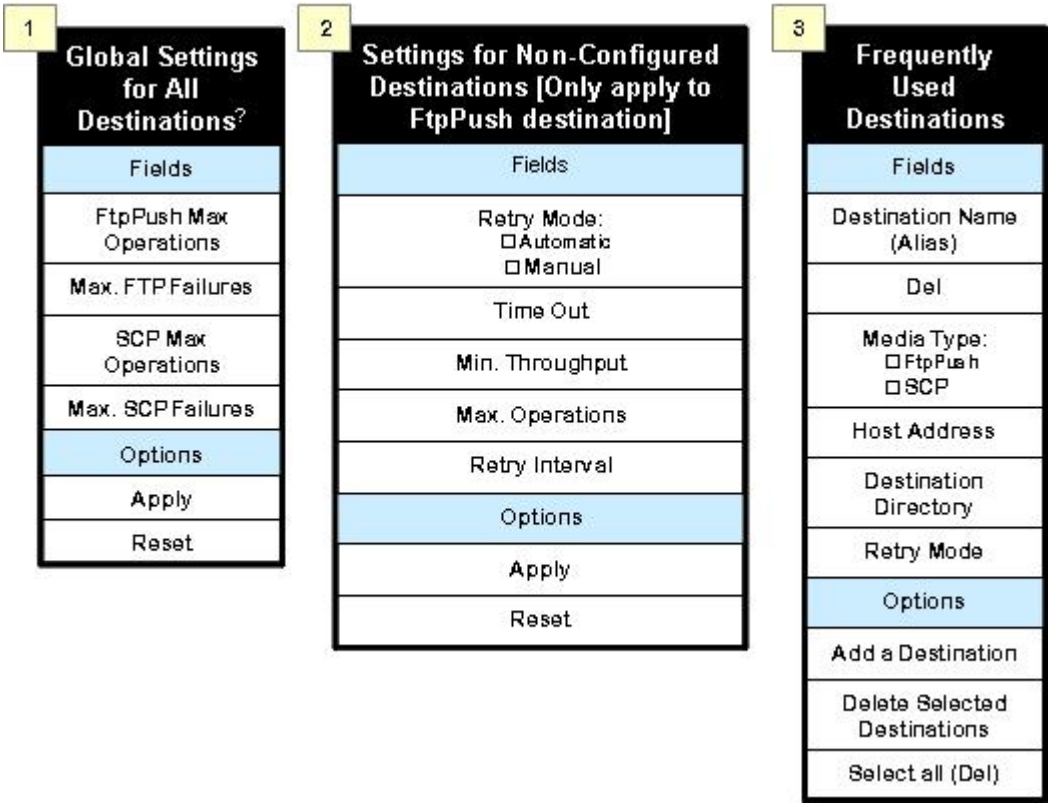

Figure 15.10-9. FtpPush/SCP Policy Configuration Page – Fields and Options
Configuration parameters on the **FtpPush/SCP Policy Configuration** page are grouped in the following three working parts (Figure 15.10-9, Frames 1, 2, 3):
1 - **Global Settings for All Destinations** (Figure 15.10-9, Frame 1)**.**
2 - **Non-Configured Destinations [Only apply to FtpPush destinations]** (Figure 15.10-9, Frame 2)**.**
3 - **Frequently Used Destinations** (Figure 15.10-9, Frame 3)**.**
All FtpPush destinations belong to either the Frequently Used group or the Non-Configured (general) group. All FtpPush destinations not specifically defined as **Frequently Used Destinations** (Figure 15.10-9, Frame 3) are considered "non-configured". Non-configured groups use the parameter values in the **Settings for Non-Configured Destinations [Only apply to FtpPush destinations]** section (Figure 15.10-9, Frame 2). All "new" destinations use the Settings for Non-Configured Destinations [Only apply to FtpPush destinations] as their default values until other values are specifically assigned.
Global Settings for All Destinations (Figure 15.10-9, Frame 1) are parameters that apply to all destinations (both frequently used and non-configured), regardless of their individual settings.
2 Click **FtpPush/SCP Policy** submenu option to display the **FtpPush/SCP Policy Configuration** page (Figure 15.10-9).
- Enter appropriate **values/data** to the fields/parameters **(**Figure 15.10-9, Frame 1, 2, 3) as follows: